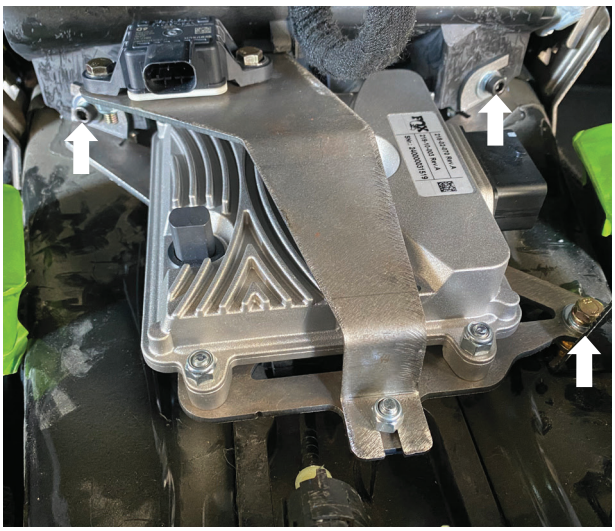
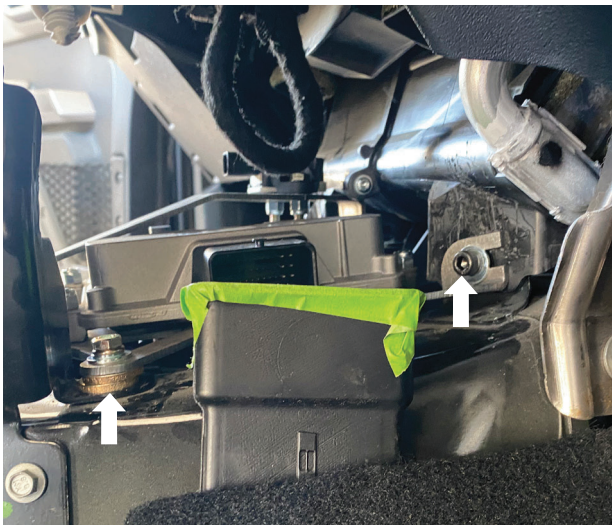

Fig. 26: Install the ECU/IMU assembly into the center console.
Fig. 27: Install the ECU/IMU assembly into the center console.
4. Install ECU/IMU assembly into the front of center console using the (3) provided M6 bolts (019-01-182) and the (3) provided washers (019-01-247) underneath the bottom corner of the ECU/IMU assembly (Fig. 26 and Fig. 27). Torque to 70 in-lb.